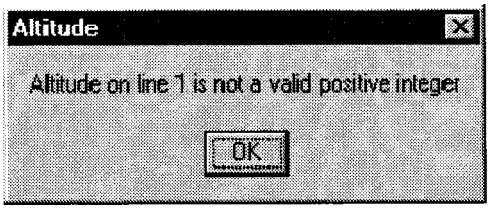

FIGURE 4-138M. INVALID ALTITUDE INTEGER WINDOW
(5) If the user enters a negative starting point, this message error dialog box will appear (Figure 4-138M).